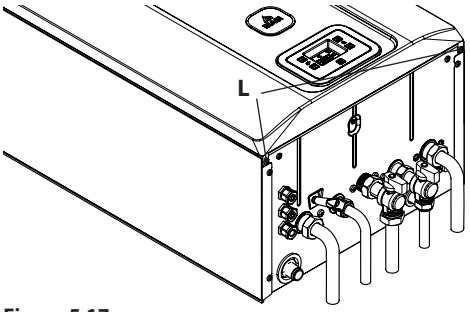
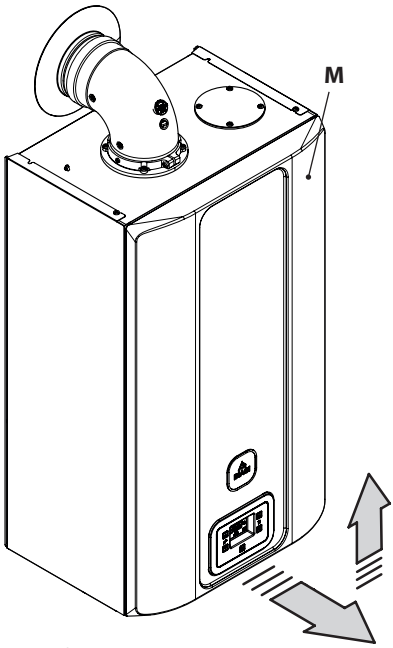

Figure 5.17
Figure 5.18
• Unscrew the screws **L** (Figure 5.17) and remove the front panel **M** by pulling it towards you and then pushing it upwards in order to release it from the top fastenings Figure 5.18.